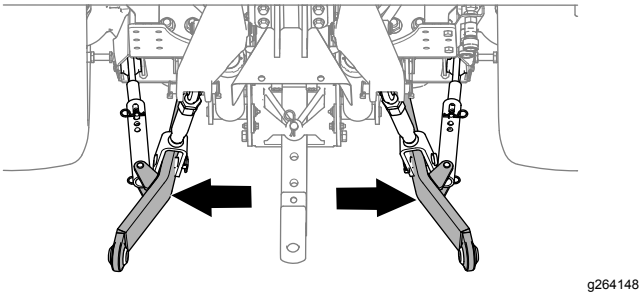

Figur 20
4. Trekk stabilisatorarmene (Figur 20) helt ut. Se *brukerhåndboken* for tauekjøretøyet.